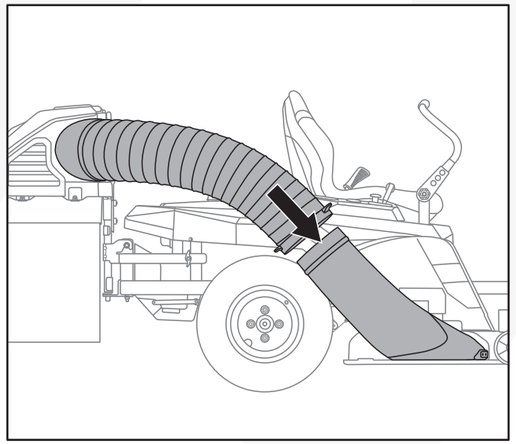

Fig. 13
7.Connect the corrugated pipe to the grass outlet pipe. (Fig. 13)